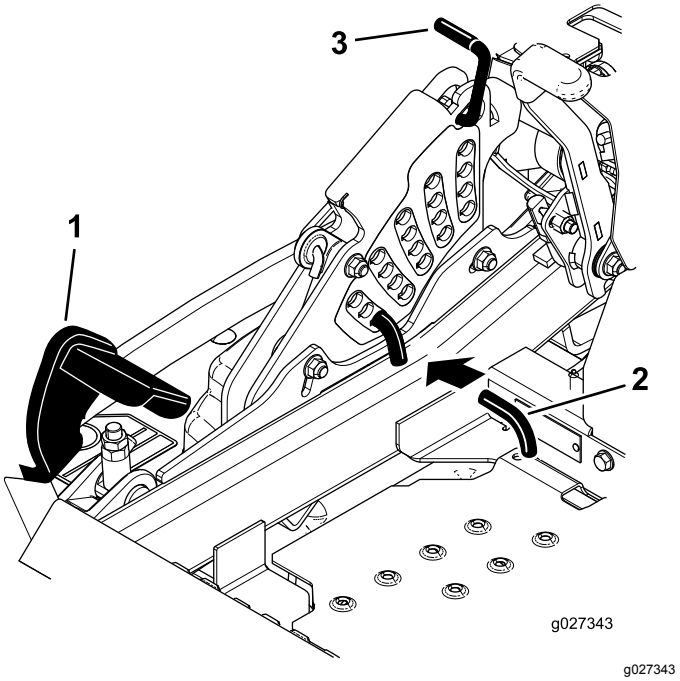

Figuur 93
5. Trap het maaidekpedaal helemaal in zodat het maaidek wordt vergrendeld in de transportstand van 14 cm (Figuur 93).